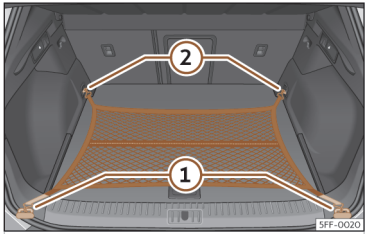

Fig. 182 En el maletero: bolsa de red enganchada a ras del suelo.
- Fije los ganchos de la red en las argollas de amarre ››› fig. 182 ① y ② ››› ⚠. La cremallera de la bolsa tiene que quedar hacia arriba.